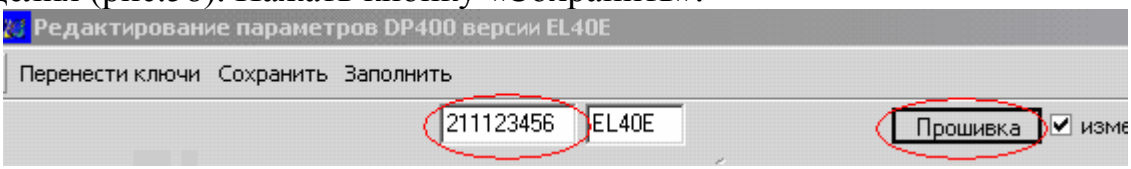
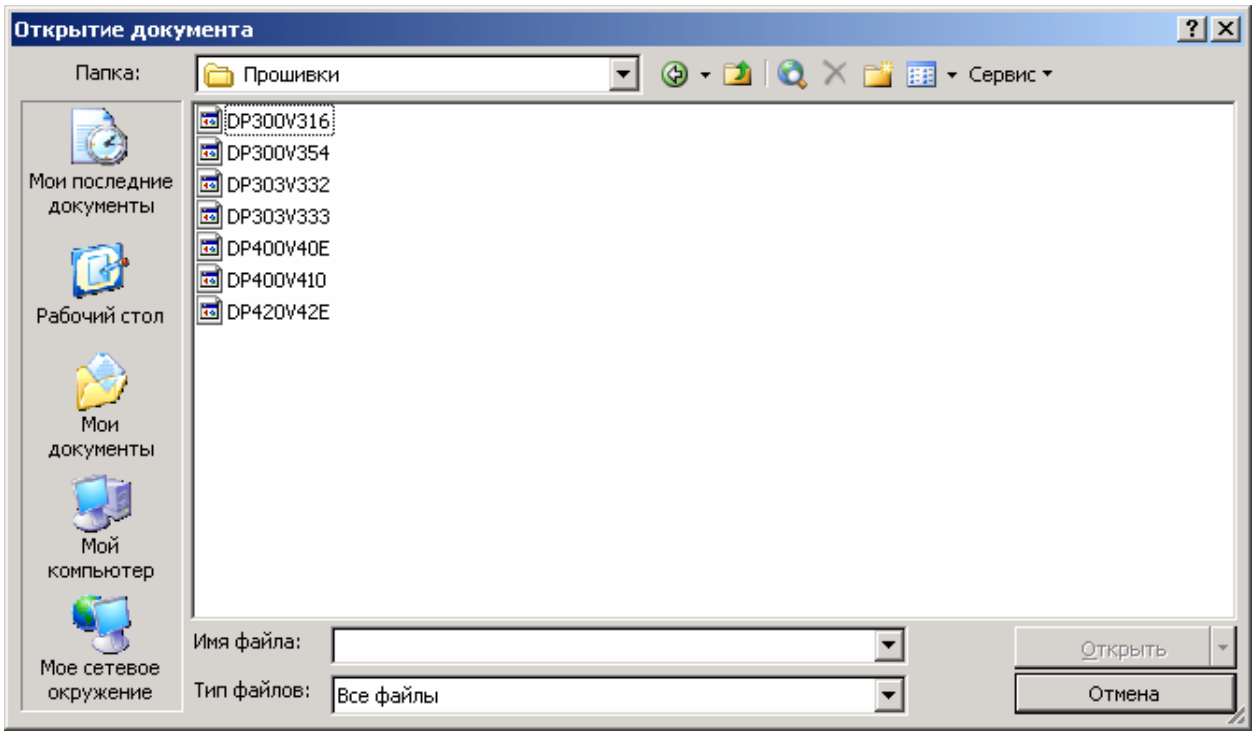

Рис.58
Рис.59. Выбор версии прошивки.
5.Откроется окно редактора КФ выбранного изделия. Вести в поле «Регистрационный номер изделия» корректный 9-тизначеый серийный номер изделия (рис.58). Нажать кнопку «Сохранить».
6. Нажать кнопку «Прошивка» (рис.58).Появится стандартное окно «Открыть» (рис.59). Из каталога «arm\Прошивки» выбрать необходимую версию прошивки, затем нажать кнопку «Открыть».